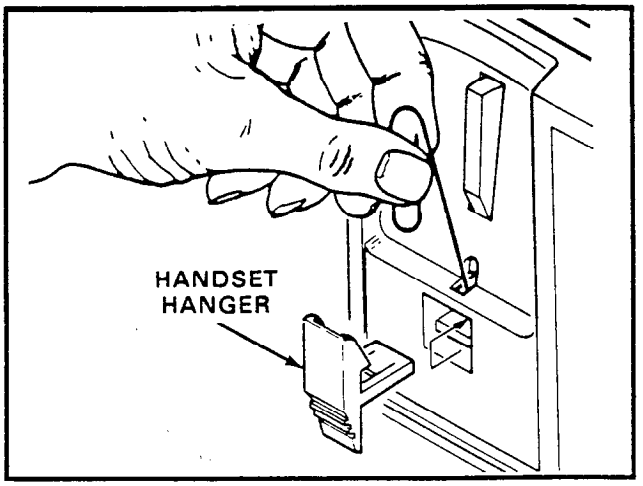

FIGURE 23—HANDSET HANGER
5) To reposition the handset handger, insert a piece of wire (such as a paper clip, etc.) into the cutout just above the hanger (Figure 23) disengage the hanger's locking tabs, and slide the hanger out. Rotate the hanger 180° and reinsert it. Note that the hanger mates with the notch in the handset.